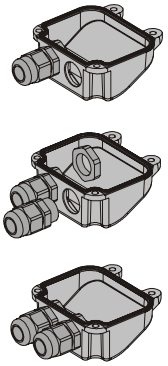

Abb. 21
1) Auch die zweite vorperforierte Öffnung auf dem Deckel durchbrechen, Abb. 21
2) Die mitgelieferte Kabelführung montieren, Abb. 21.